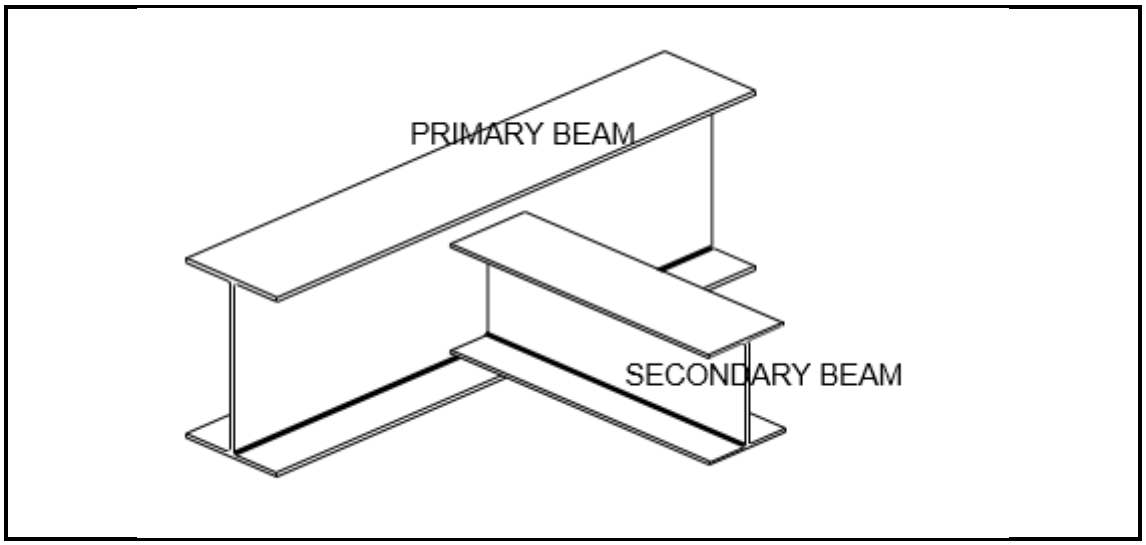

FIGURE 2
2.1 **FIGURE 2** below shows an isometric view of a secondary steel beam of 254 × 146 × 31,3 kg/m intersecting with a primary beam of 406 × 178 × 53,8 kg/m. The secondary beam is level and in line at the top.